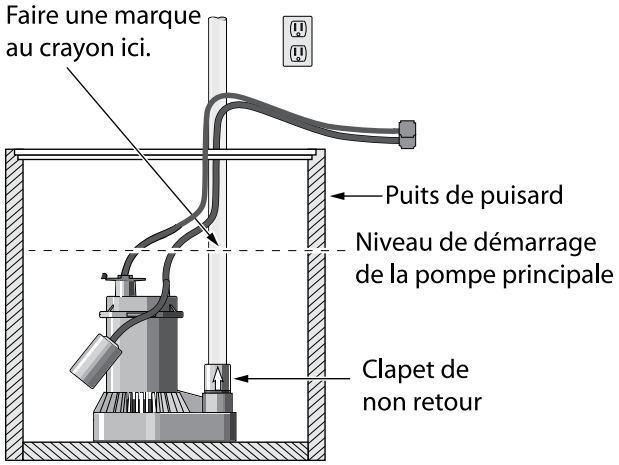

Fig 1 : faire une marque au niveau d'eau de « démarrage »
1. Déterminer le niveau d'eau élevé dans le puits de puisard (le niveau d'eau auquel la pompe de puisard en place (principale) se met en marche - se reporter à la figure 1). Couper l'alimentation vers la pompe et indiquer ce niveau sur le tuyau de décharge à l'aide d'un crayon ou d'un marqueur.
3. Si le puisard est trop petit et qu'il est impossible d'y installer les deux pompes, installer un support angulé sur le tuyau de décharge de la pompe de puisard principale à l'aide de colliers à tuyau en acier inoxydable. Installer la pompe de secours sur le support angulé. Se reporter à la figure 1, « décharge distincte ».